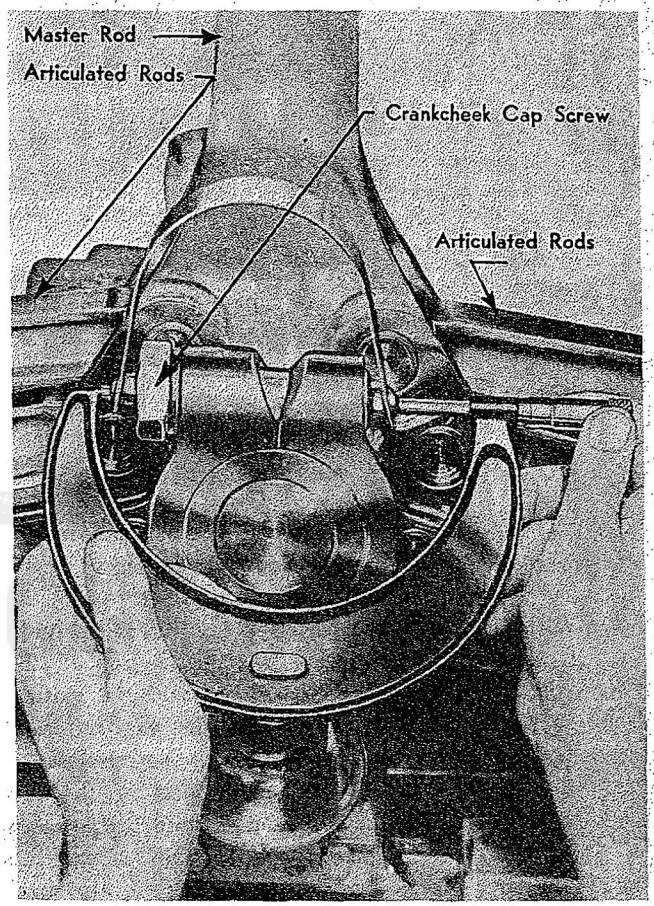

Figure 215—Measuring Rear Crankshaft Cap Screw Stretch
d. Before tightening the clamping cap screw, with the cap screw finger tight in the crankshaft rear, install the cap screw stretch measuring tool (Tool No. 82200) on the ends of the cap screw. The balls on the tool contact the chamfered sides of the counterbores in the ends of the screw. Using a micrometer installed over the balls, measure the distance between the outer ends of the balls. Refer to Figure 215. This dimension must be known in order to determine the cap screw stretch after tightening.